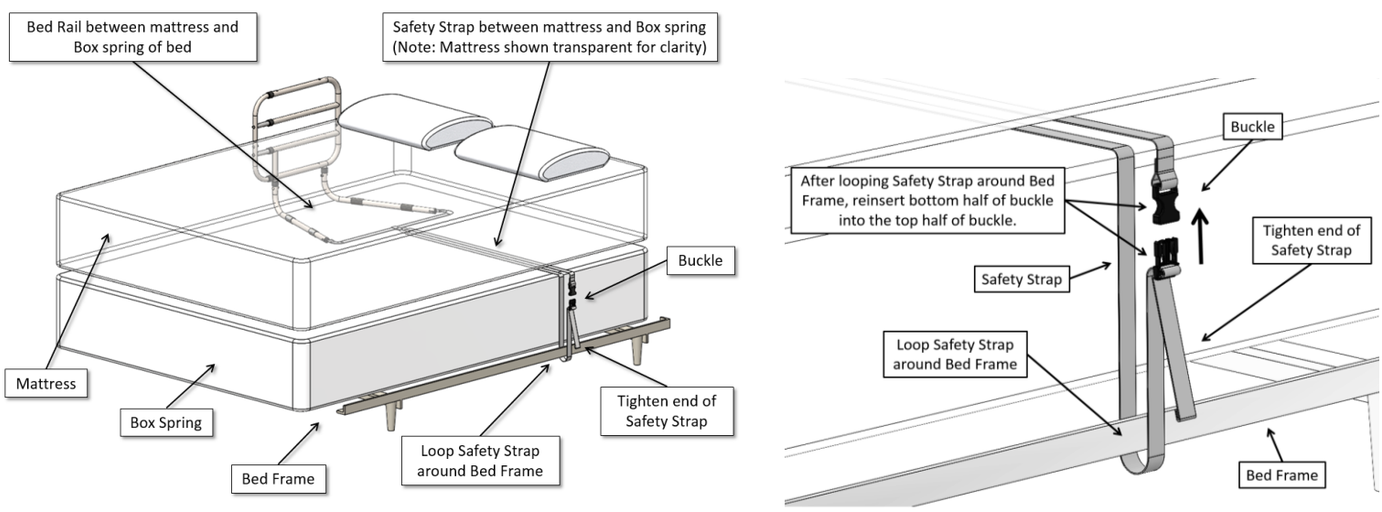

Figure 4
3. **Entrapment Warning:** Place product "between the mattress and box spring of the bed and secure the SAFETY STRAP to the bed frame, as shown in Figure 4. Unbuckle strap and loop strap around bed frame and re-buckle. Tighten strap to secure Handle Assembly against the side of the mattress. Do NOT install product without securing the SAFETY STRAP to the bed frame as shown in Figure 4. If you have any questions, call Stander at (800) 506-9901 or (435) 755-0453.